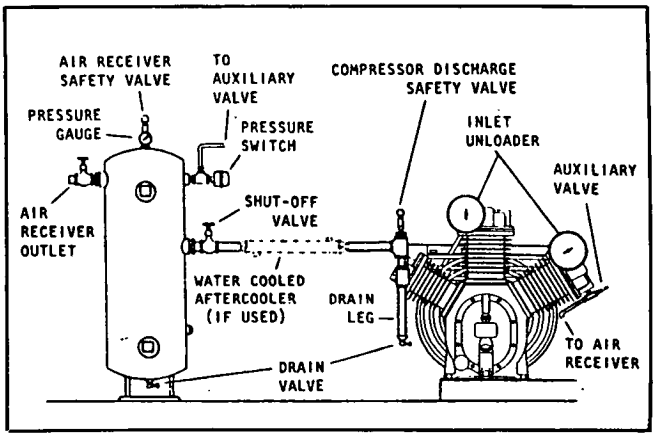

Figure 2-3. Typical piping arrangement for compressor and detached receiver.
The following general instructions cover only the installation of discharge piping and placement of safety valves, pressure switch, pressure gauge, auxiliary valve, drain valves, shut-off valves, etc. in systems using a detached receiver. See Figure 2-3. Discharge piping should be the same size as the compressor discharge connection or the receiver discharge connection. All pipe and fittings must be certified safe for the pressures involved. Pipe thread sealant is to be used on all threads, and all joints are to be made up tightly, since small leaks in the discharge system are the largest single cause of high operating costs. If your compressor runs more than you believe it should, the most likely cause is a leaky pipe line. Leaks are easily located by squirting soap and water solution around the joints and watching for bubbles.
1. If possible, run the piping down from the compressor discharge to permit the condensate to drain into the receiver. If this is not possible, Install a "drain leg" as shown in Figure 2-3. The drain leg should project down from the compressor discharge and be at least 10" (254 mm) long.